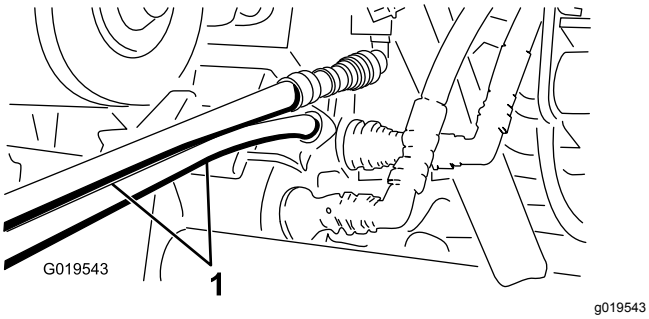

**Rysunek 78**
5. W drugim pojeździe podłącz dwa węże do złączki nadal znajdującej się we wsporniku złączki (podłącz górny wąż do górnej złączki i dolny wąż do dolnej złączki) (Rysunek 78).